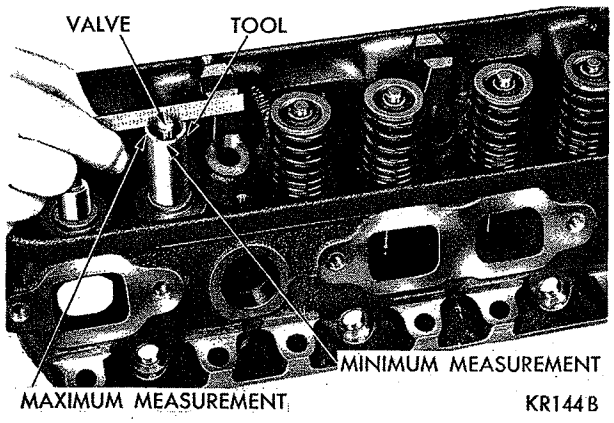

*Fig. 16—Measuring Valve Stem Length Using Tool C-3648*
(2) Inspect valve seat with Prussian blue to determine where valve contacts seat. To do this, coat valve seat lightly with Prussian blue, then set valve in place. Rotate valve with light pressure. If the blue is transferred to the center of the valve face, the contact is satisfactory. If the blue is transferred to the top edge of the valve face, lower the valve seat with a 30° stone. If the blue is transferred to the bottom edge of the valve face raise the valve seat with a 60° stone.
(3) When the seat is properly positioned the width of the intake seats should be 1/16 to 3/32 inch. The width of the exhaust seats should be 3/64 to 1/16 inch.
(4) Measure the concentricity of the valve seat usin dial indicator No. 13725. The total runout should not exceed .003 inch (total indicator reading).
(5) When valves and seats are reground, the position of the valve in the cylinder head is changed, shortening the operating length of the hydraulic tappet. This means that the plunger is operating closer to its "bottomed" position, and less clearance is available for thermal expansion of the valve mechanism during high speed driving.
(6) The design of the valve mechanism includes a safety factor to allow for a limited amount of wear, and the refacing of the valves and seats.
(7) To insure that limits have not been exceeded, the dimension from valve spring seat in the head to the valve tip should be measured with gauge, Tool C-3648 (Fig. 16).
(8) The end of the cylindrical gauge and the bottom of slotted area represent the maximum and minimum allowable extension of the valve stem tip beyond the spring seat.
(9) If the tip exceeds the maximum, grind stem tip to within gauge limits. Clean tappets if tip grinding is required.